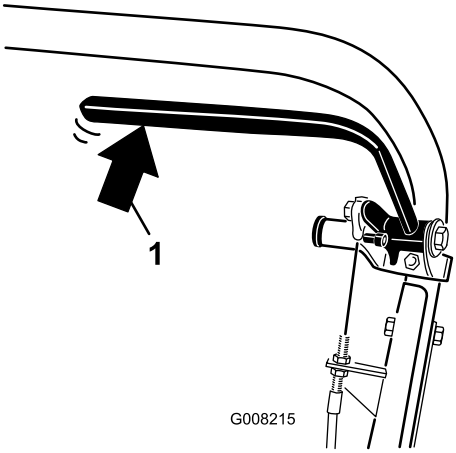

**Figur 35**
2. Tryck baktill på driftsbromsspaken med en fjädervåg (Figur 35). Parkeringsbromsen ska frigöras när en kraft på 13,5 till 18 kg har uppnåtts. Om parkeringsbromsen frigörs innan en kraft på 13,5 till 18 kg har uppnåtts måste bromskabeln justeras. Gå vidare till steg 3.